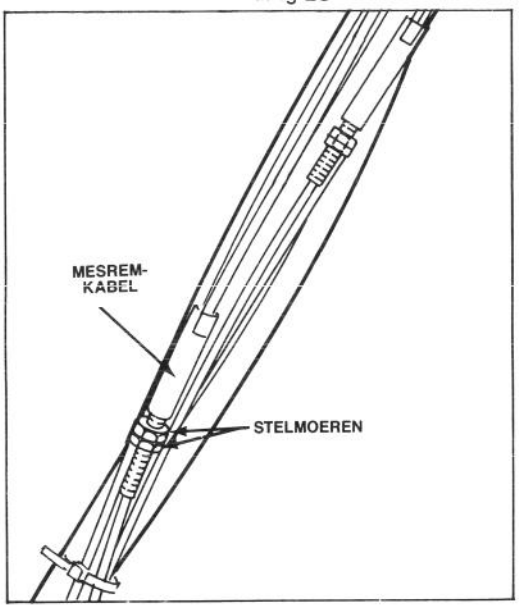

Afbeelding 27
5. Voor de afstelling de onderste stelmoer op de mesremkabel (afb. 27) losdraaien en de bovenste stelmoer afstellen tot de veerlengte zo dicht mogelijk bij, maar niet minder dan 2,5 cm is (zie N.B. hieronder).